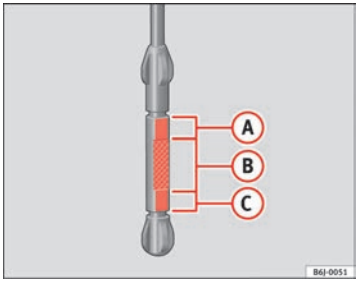

Fig. 115 Varilla de medición del nivel de aceite
– A continuación, vuelva a extraerla y compruebe el nivel de aceite ⇒ fig. 115. En caso necesario, reponga aceite del motor. ▶